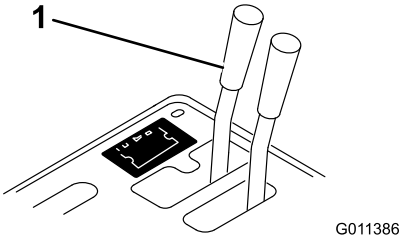
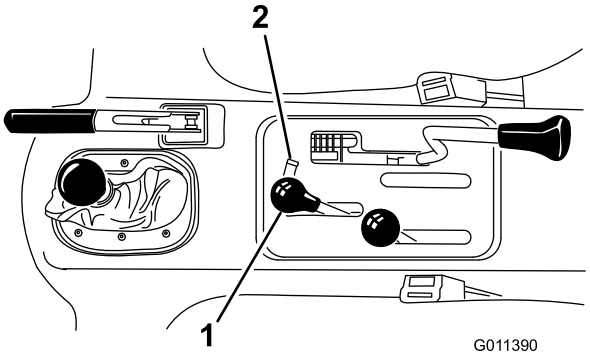

Figuur 14
Figuur 15
1. Bij voertuigen met een serienummer lager dan 239999999 dient u de hydraulische klephendel (Figuur 14) in de zweefstand te zetten, en bij voertuigen met serienummer 240000001 & hoger beweegt u de hydraulische hefhendel (Figuur 15) voor- en achteruit om de druk van het systeem te laten en het ontkoppelen van de snelkoppelaars te vergemakkelijken.